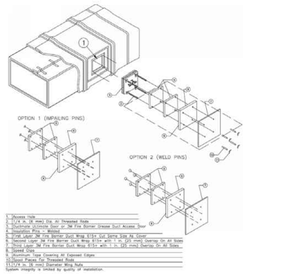

FIGURE 3—3M FIRE BARRIER OR DUCTMATE ULTIMATE GREASE ACCESS DOOR
4.2.2.2 Prefabricated Access Doors: The 3M Fire Barrier Grease Duct Access Door Assembly or Ductmate Ultimate Doors are installed as illustrated in Figure 3. Three layers of the 615+ blanket must be installed over the access door such that each layer overlaps the preceding layer by 1 inch (25 mm) on all four sides. Edges of the outer layer of insulation blanket must be sealed with aluminum foil tape. A No. 16 gage steel plate the same size as the outer layer of insulation blanket must be secured over the outer layer of insulation.